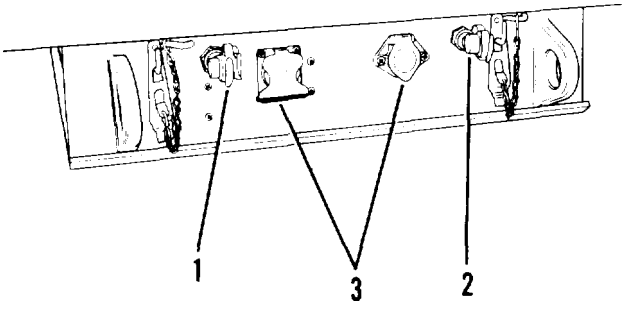

Figure 2-22. Uncoupling semitrailer from towing vehicle
(1) Close shutoff valves for service and emergency air supply located on the towing vehicle.
(2) Disconnect both the service air hose and emergency air hose from air hose couplings (1 and 2, figure 2-22).
(3) Disconnect electrical cable from connector (3).